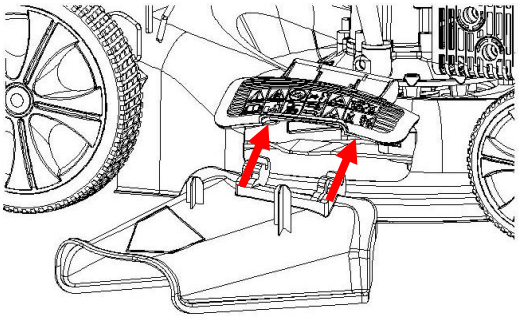

Figure 1
4. Side discharge function: please install the side Discharge Cover(Figure 1).